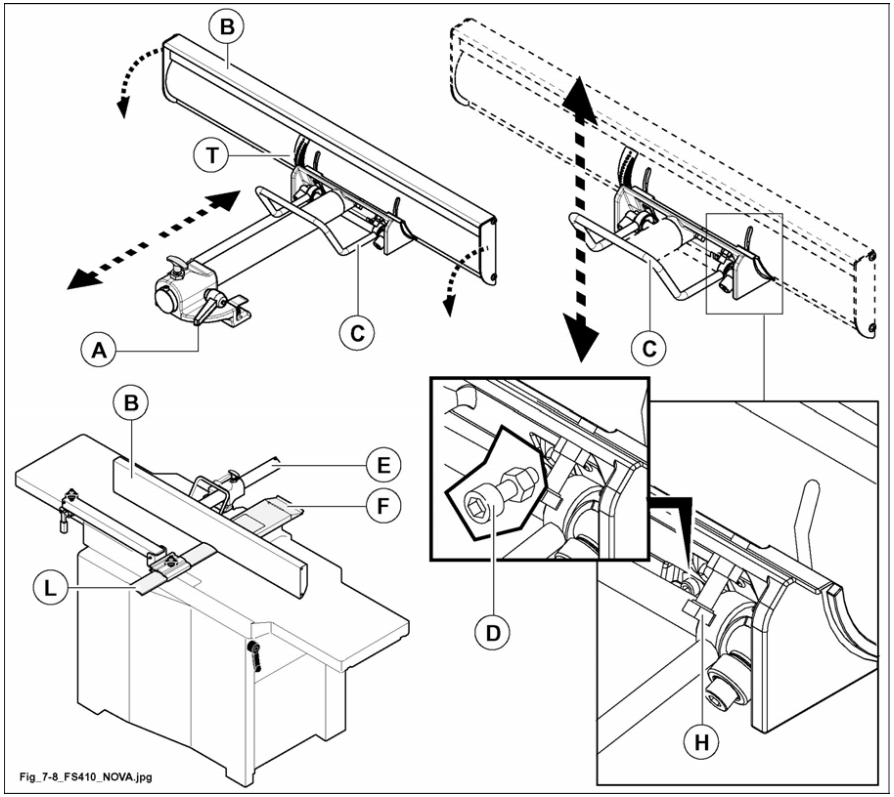

Fig. 7.8
during the machining, the protections (F fig. 7.8) and (L fig. 7.8) must always be positioned on the cutterblock.
- Loosen lever (A fig.7.8)and manually move fence (B fig.7.8) to the desired position; tighten lever (A fig.7.8).
check perfect cleanage of the sliding rod (E fig. 7.8).
- Release handle (C fig 7.8) and turn the fence manually (B fig. 7.8) to the angle of tilt required, visible on the graduated scale (T fig. 7.8); lock the lever again (C fig. 7.8).
fence (B fig. 7.8)may be tilted from 90° to 45° and in any intermediate position.
For eventual corrections of the stops for extreme positions (90° and 45°) operate on screw and counternut (D fig. 7.8) for 90° position and on screw and counternut (H fig. 7.8) for 45° tilting.